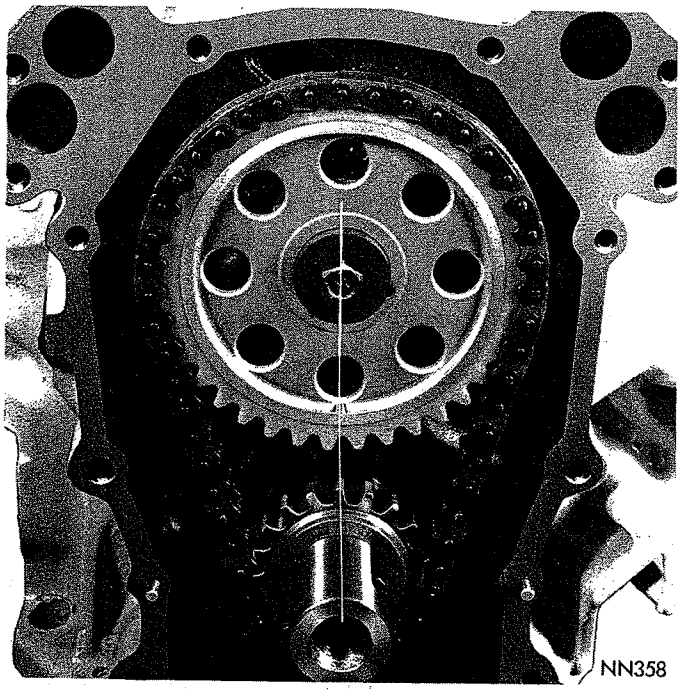

*Fig. 25—Alignment of Timing Marks*
(1) Place camshaft sprocket and crankshaft sprocket on the bench with timing marks on exact imaginary center line through both camshaft and crankshaft sprocket bores.
(2) Place timing chain around both sprockets.
(3) Turn crankshaft and camshaft to line up with keyway location on crankshaft sprocket and dowel holes in camshaft sprocket.
(4) Lift sprockets and chain (keep sprockets tight against chain in position as described).
(5) Slide both sprockets evenly over their respective shafts.
(6) Use a straight edge to measure alignment of timing marks (Fig. 25).
(7) Install washer and camshaft sprocket bolt and tighten to 35 foot-pounds.